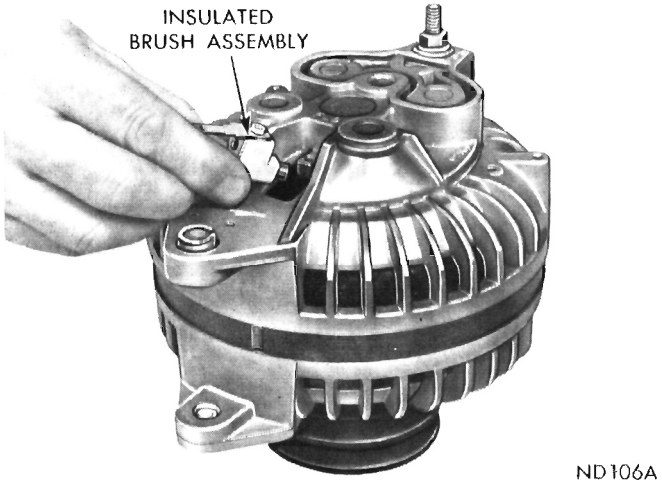

Fig. 13—Removing or Installing Insulated Brush
(1) Remove retaining screw lockwasher, insulated washer, and field terminal, and carefully lift plastic holder containing spring and brush assembly from end housing, (Fig. 13).